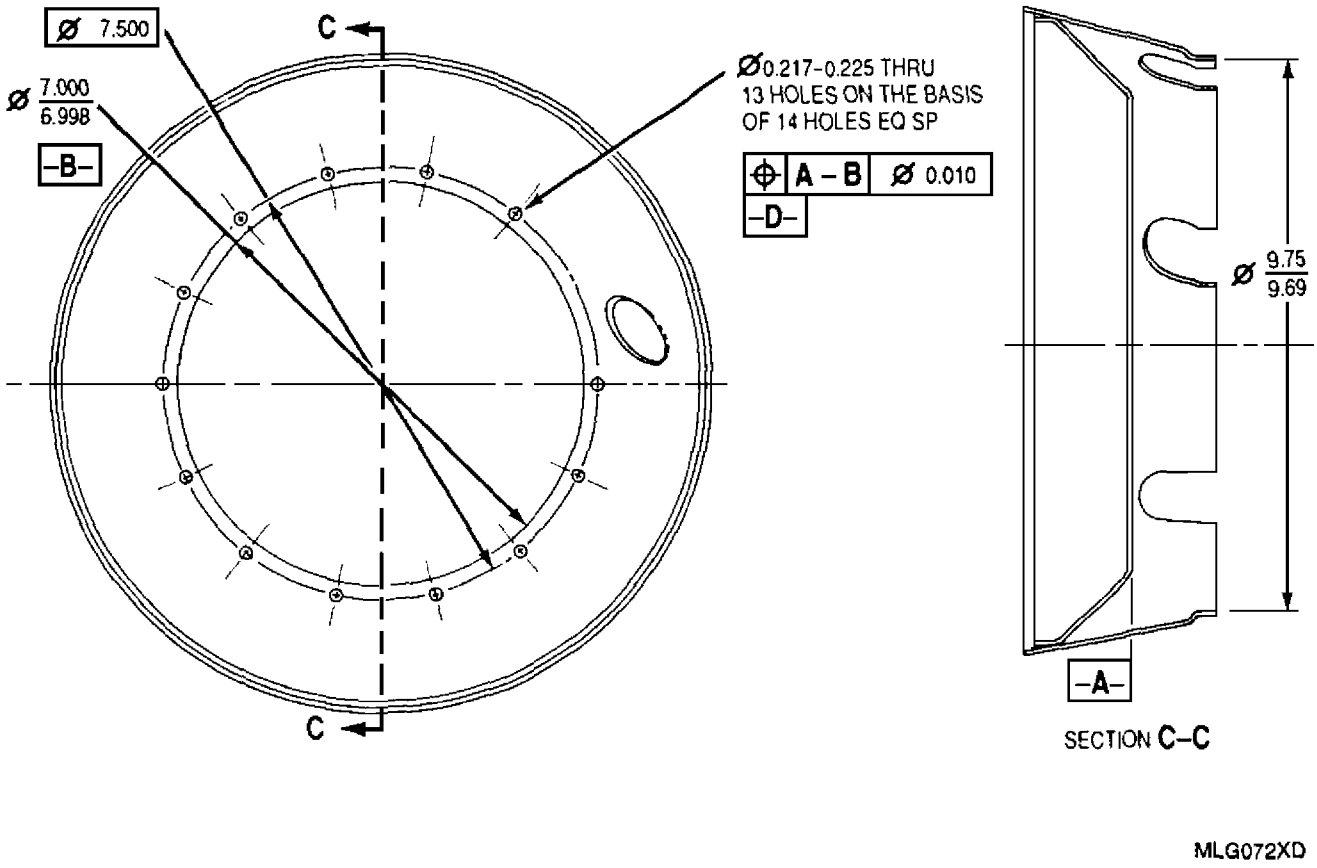

Figure 1. Forward Flowpath Inner Shroud − Bolt Hole and Inside (Slotted) Diameter Repair
7. FORWARD FLOWPATH INNER SHROUD − MOUNTING FLANGE BOLT HOLE REPAIR. (figure 1)
b. Weld buildup repair area using GTAW method and AMS 5782 or AMS 5784 welding wire. Buildup shall be sufficient to obtain finish dimension. Refer to figure 1.
8. FORWARD FLOWPATH INNER SHROUD − INSIDE (SLOTTED) DIAMETER WEAR REPAIR. (figure 1)
c. Dress weld buildup flush with adjacent areas and within limits of the inside diameter dimension. Refer to figure 1.